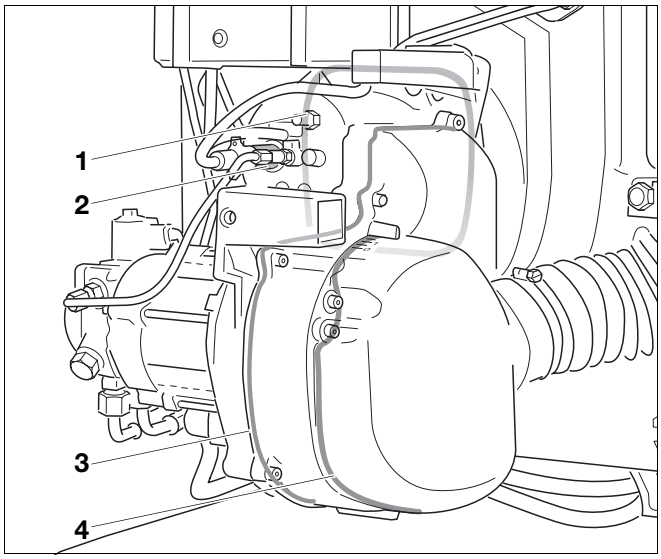

Rys. 43 Dodatkowe uszczelnienie Logatop BE RLU
– Płaska uszczelka od strony kołnierza palnika (Rys. 43, **Poz. 1**)
– Uszczelka od strony tłumika dźwięku (Rys. 43, **Poz. 4**)
– Dno obudowy z okrągłym sznurem uszczelniającym (Rys. 43, **Poz. 3**).
– Uchwyt do zamocowania czujnika zaniku płomienia (Rys. 43, **Poz. 2**).